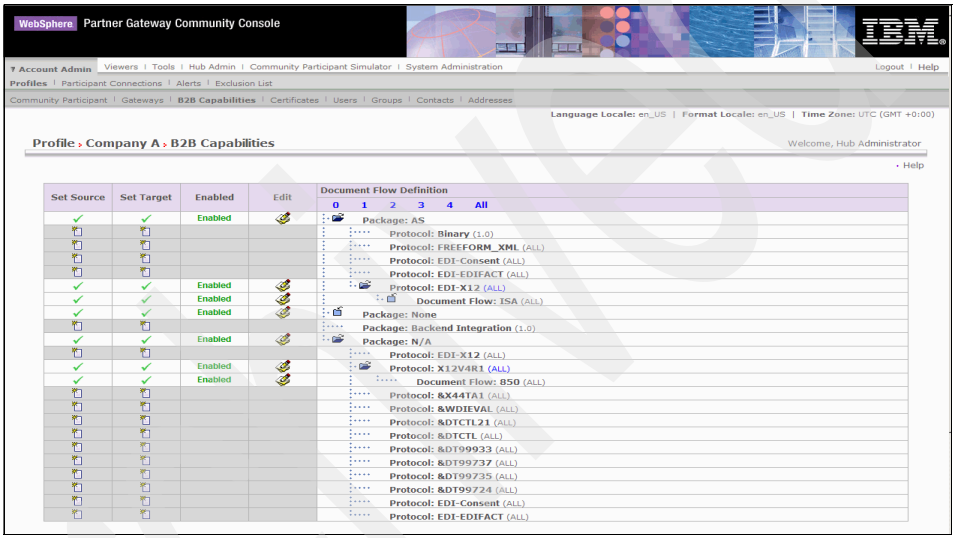

Figure 19-20 Updating the B2B capabilities for Company A
3. In the B2B capabilities window, update the capabilities by enabling N/A,X12V4R1,850 and AS,EDI-X12,ISA in the order of Package,Protocol and document flow (Figure 19-20).